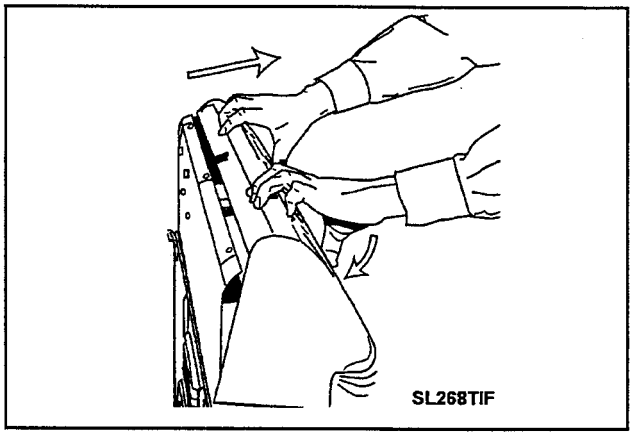

Figure 4-3
5. Push the bottom of the console toward the back panel to disengage the six locking feet from the top cover ***(Figure 4-3)***.